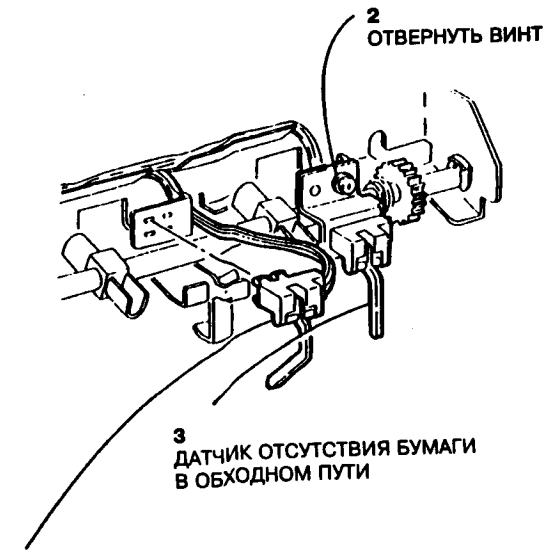

Рис.4 Снятие датчиков бумаги
6. Снять датчик пути бумаги обходной подачи и датчик отсутствия бумаги обходной подачи (рис.4).